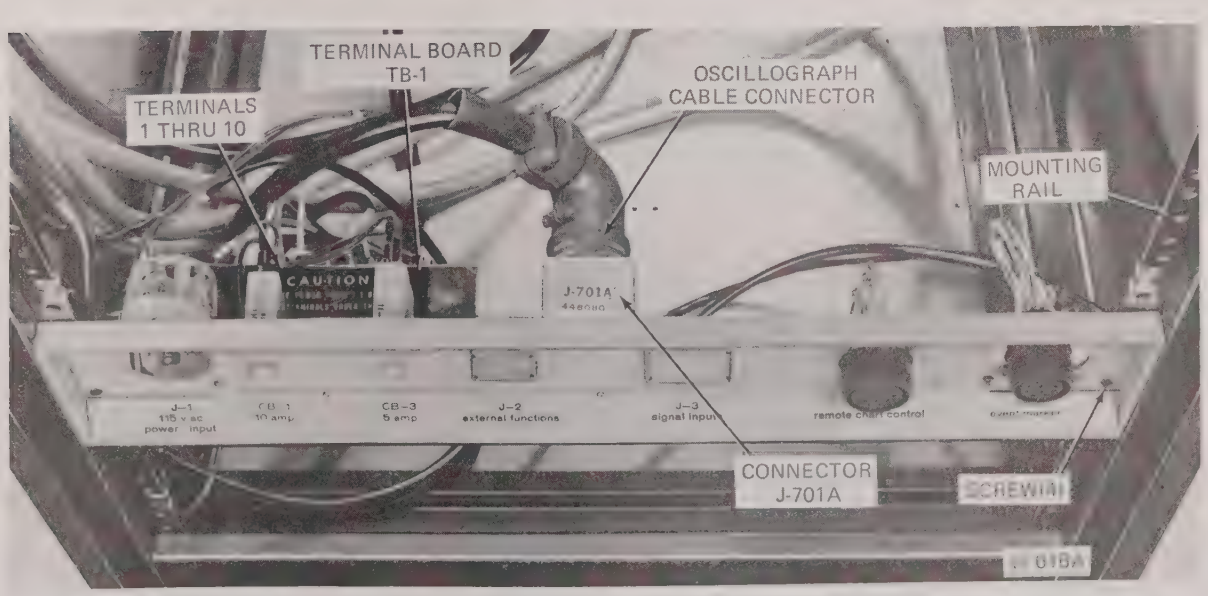

FIGURE 2-9 INSTALLATION OF SYSTEM POWER PANEL
4. Refer to Figure 2-9 and connect leads to terminals 1 thru 6 on terminal board TB-1 of main connector panel as shown on the applicable schematic (444120 or 483944) for the particular main connector panel used. Schematics are found in section IX of this manual.